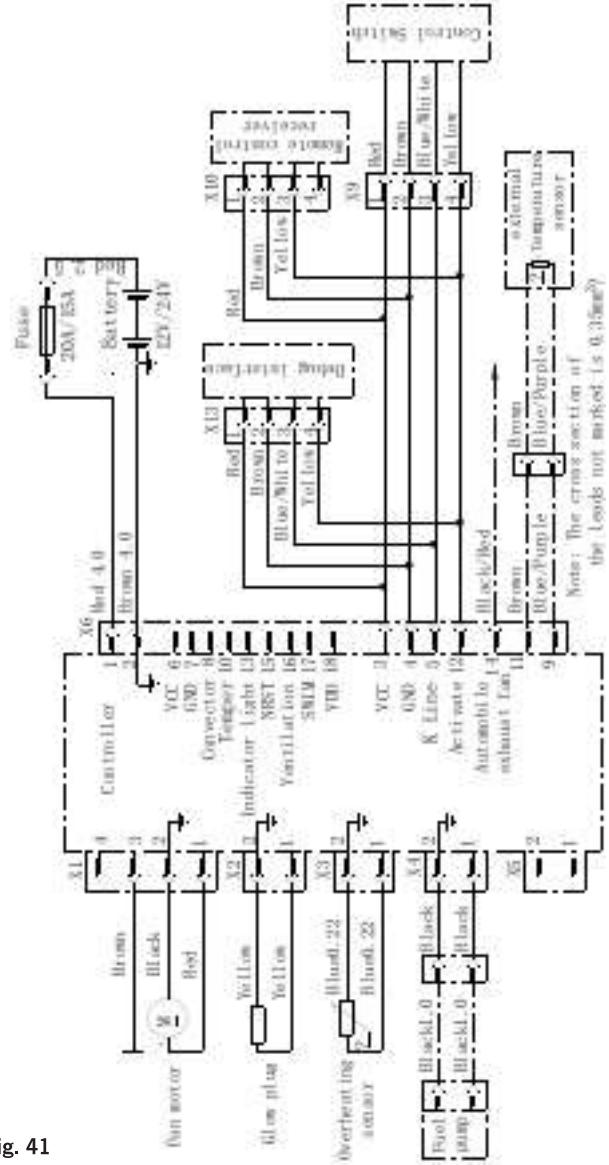
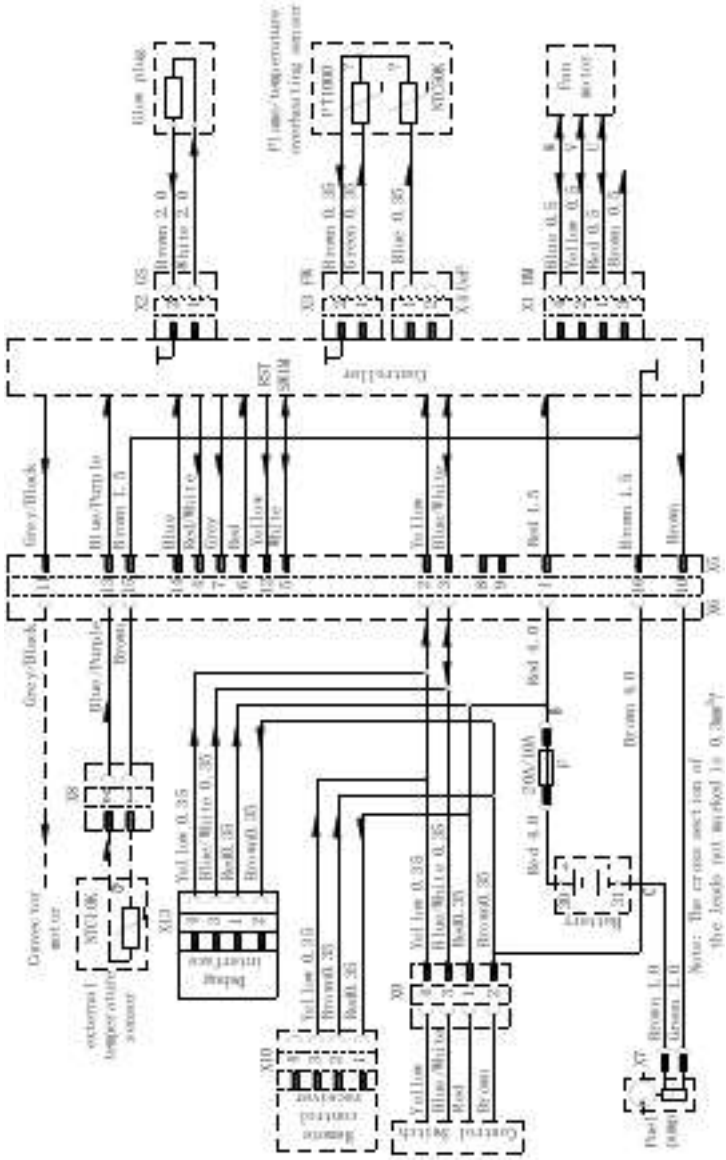

Fig. 41
Fig. 42
- ☐ Les schémas de câblage de l'appareil de chauffage sont présentés à la Fig. 41 (page 52) et à la Fig. 42 (page 53).